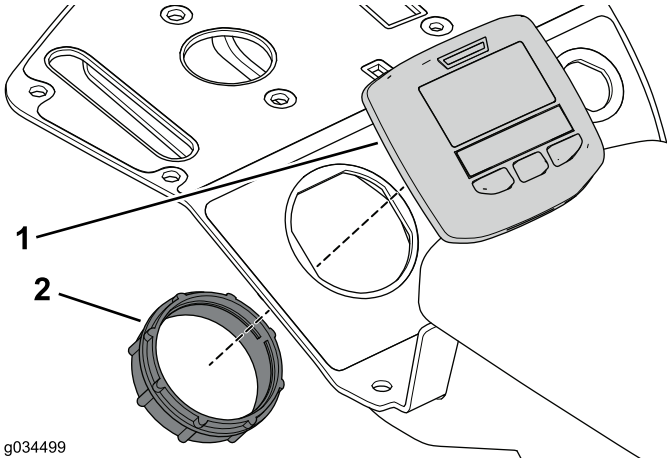

Bild 28
3. Befestigen Sie das Display mit dem Haltering am Bedienfeld (Bild 28).